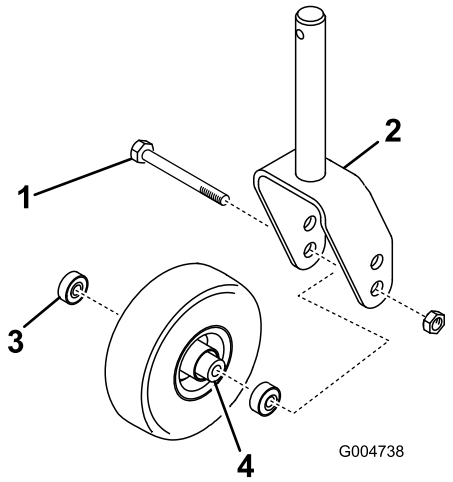
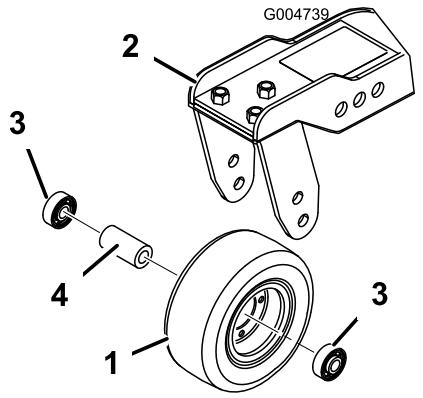

Figura 82
Figura 83
1. Retire a porca de bloqueio do parafuso que fixa a estrutura da roda giratória entre a forquilha da roda giratória (Figura 82) ou o braço articulado da roda giratória (Figura 83). Fixe a roda giratória e retire o parafuso da forquilha ou do braço articulado.
2. Retire o rolamento do cubo da roda e deixe cair a cunha do rolamento para fora (Figura 82 e Figura 83). Retire o rolamento do lado oposto ao do cubo da roda.